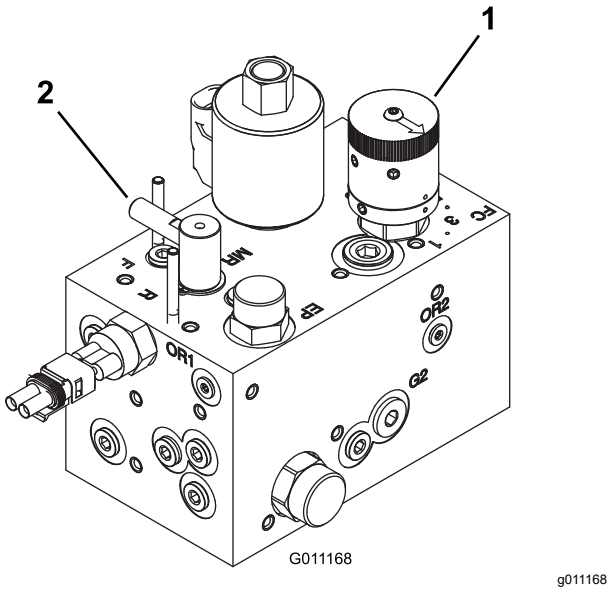

**Figur 50**
3. Vrid cylinderns hastighetsreglage (Figur 50) till cylinderhastighetsnumret som fastställdes i steg 1.